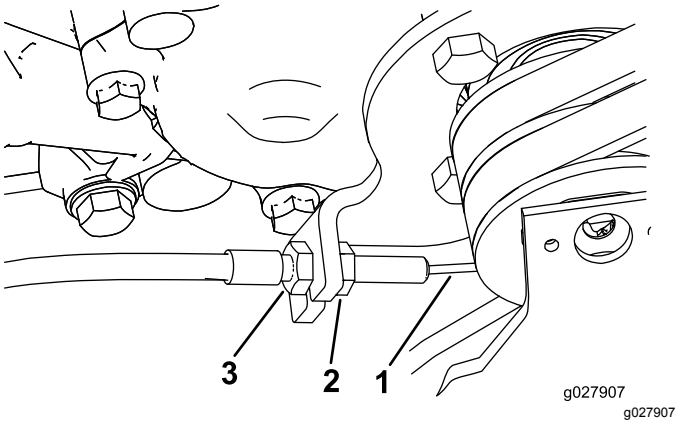

Figuur 49
3. Om de kabel strakker te zetten, moet u de voorste contramoer op de kabel losdraaien en de achterste contramoer aandraaien (Figuur 49) totdat een kracht van 8 tot 9 Nm nodig is om de tractiebediening in werking te stellen.